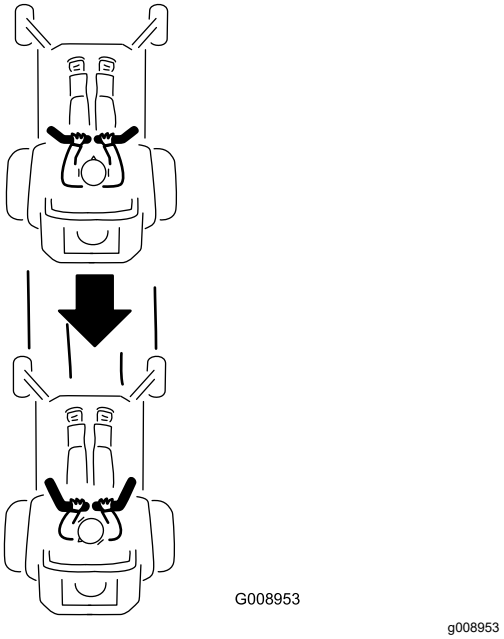

**Figuur 27**
2. Om achteruit te rijden, trekt u de rijhendels langzaam naar achteren (Figuur 27).